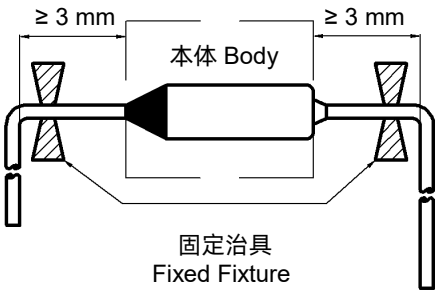

图1 FIGURE
2. 引线应在距离温度保险丝本体3 mm或以上的地方弯折（参考图1）。
The lead wires should be bent at a distance 3 mm or above from the body of OTCO (see Fig.1).